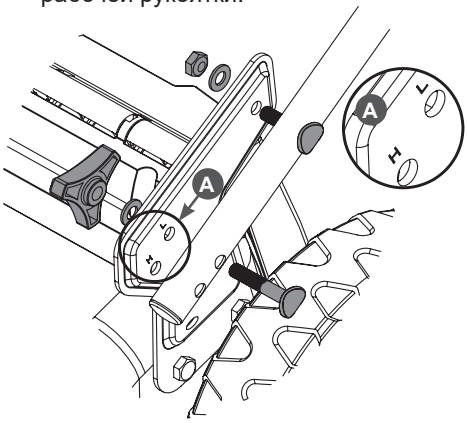

**Рис. 8. Установка нижней части рукоятки**
3. Установите нижнюю часть рабочей рукоятки. Совместите верхнее отверстие в нижней части рукоятки и кронштейне, вставьте в образовавшееся отверстие болт 2 с квадратным подголовком, установите шайбу и закрутите шестигранную гайку 3, не затягивая её (Рис. 8). Точно также установите другую сторону нижней части рабочей рукоятки.
Рукоятка имеет два установочных положения, высокое и низкое. Совместите одно из отверстий (L или H) в кронштейне (нижнее отверстие «H» в кронштейне соответствует более высокому положению рабочей рукоятки, верхнее отверстие «L» соответствует более низкому положению рабочей рукоятки) и соответствующее отверстие в нижней части рукоятки и вставьте в образовавшееся отверстие болт 2 с квадратным подголовком, установите шайбу и закрутите барашковую гайку 4, не затягивая её (Рис. 8). Точно также установите другую сторону нижней части рабочей рукоятки.